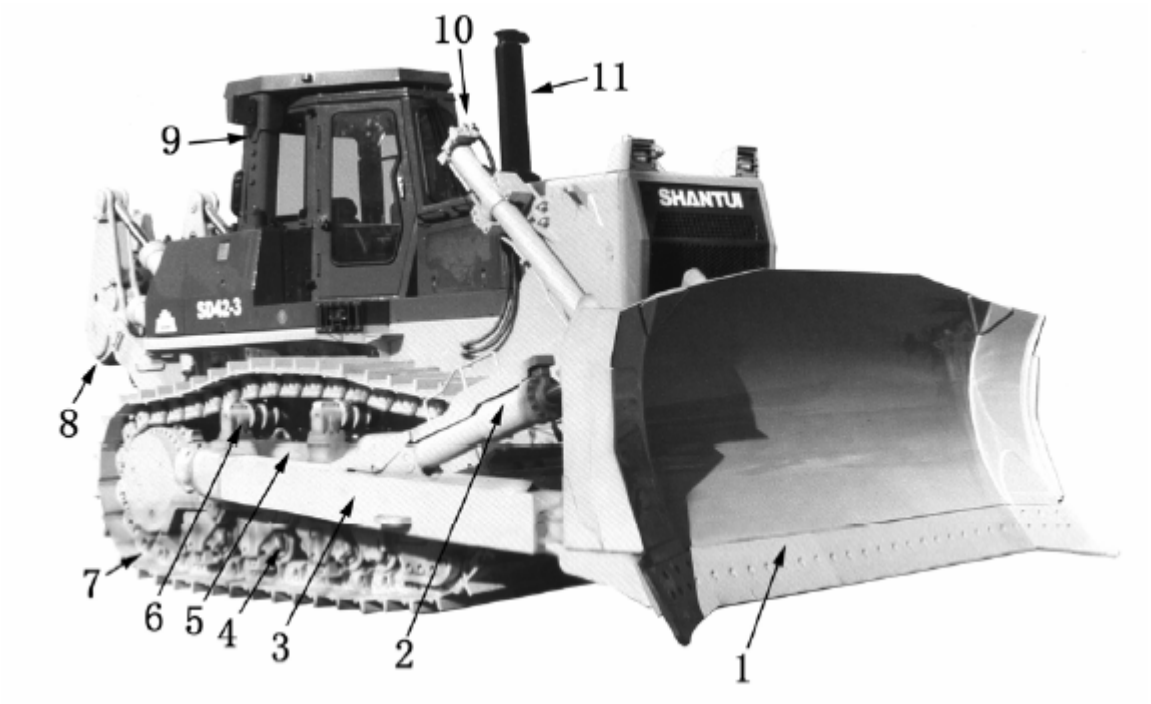

Рисунок 1-1.
1.1.Общий вид машины (рисунок 1-1)